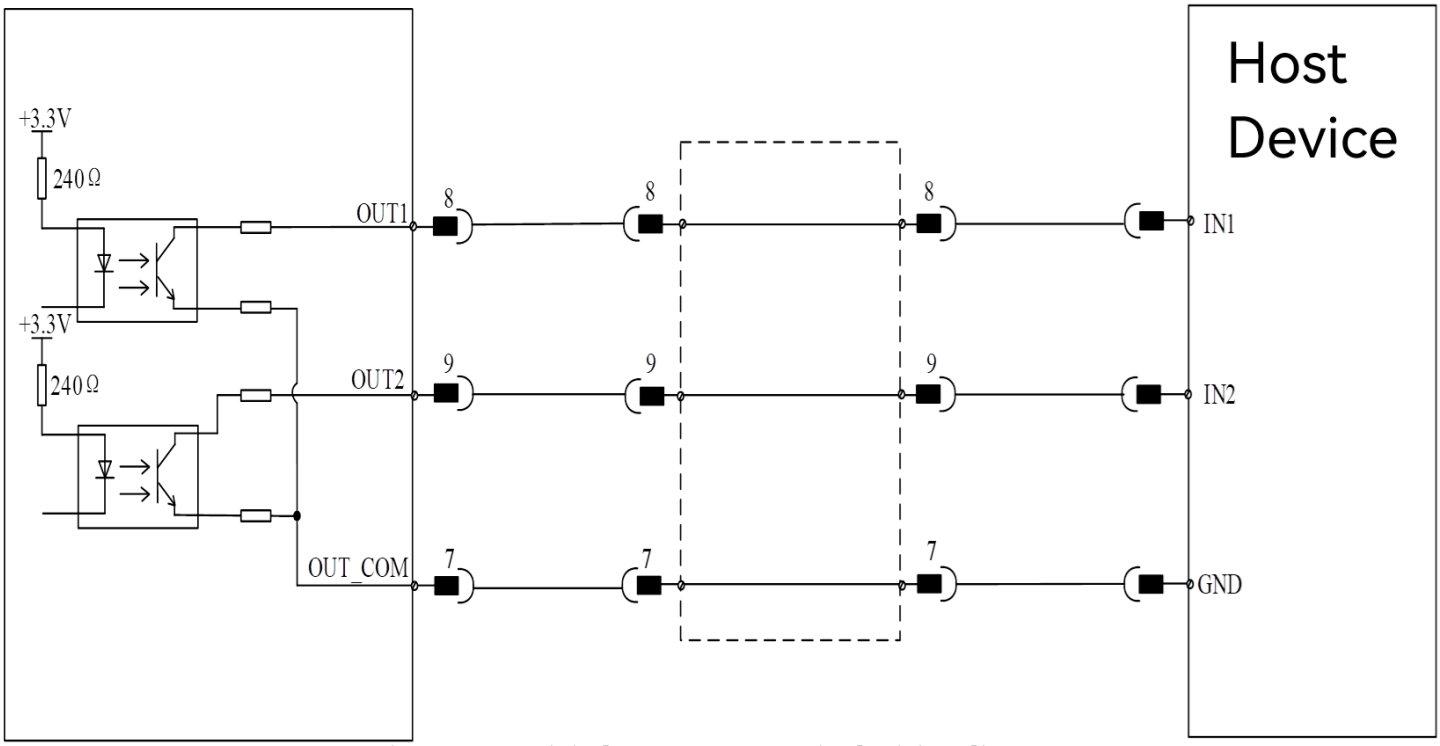

Figure 6-15 Digital output DO terminal wiring diagram
(4) **Digital output DO terminal (as shown in Figure 6-15):**